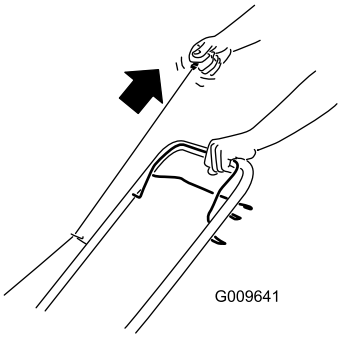

Figur 11
2. Træk i tilbageslagsstarthåndtaget (Figur 11).
Bemærk: Når du trækker i tilbageslagsstarthåndtaget, skal du trække let i det, indtil du mærker modstand, og derefter trække hårdt i det (Figur 11). Lad snoren vende langsomt tilbage til håndtaget.